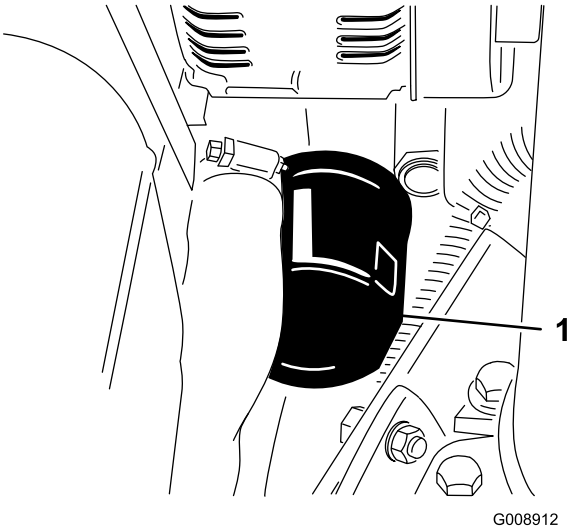

Figur 62
2. Ta av oljefilteret (Figur 62).